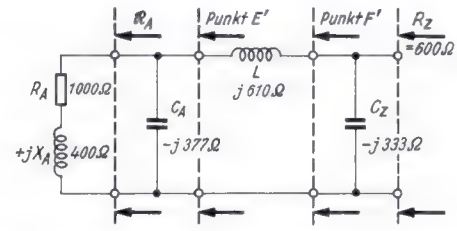
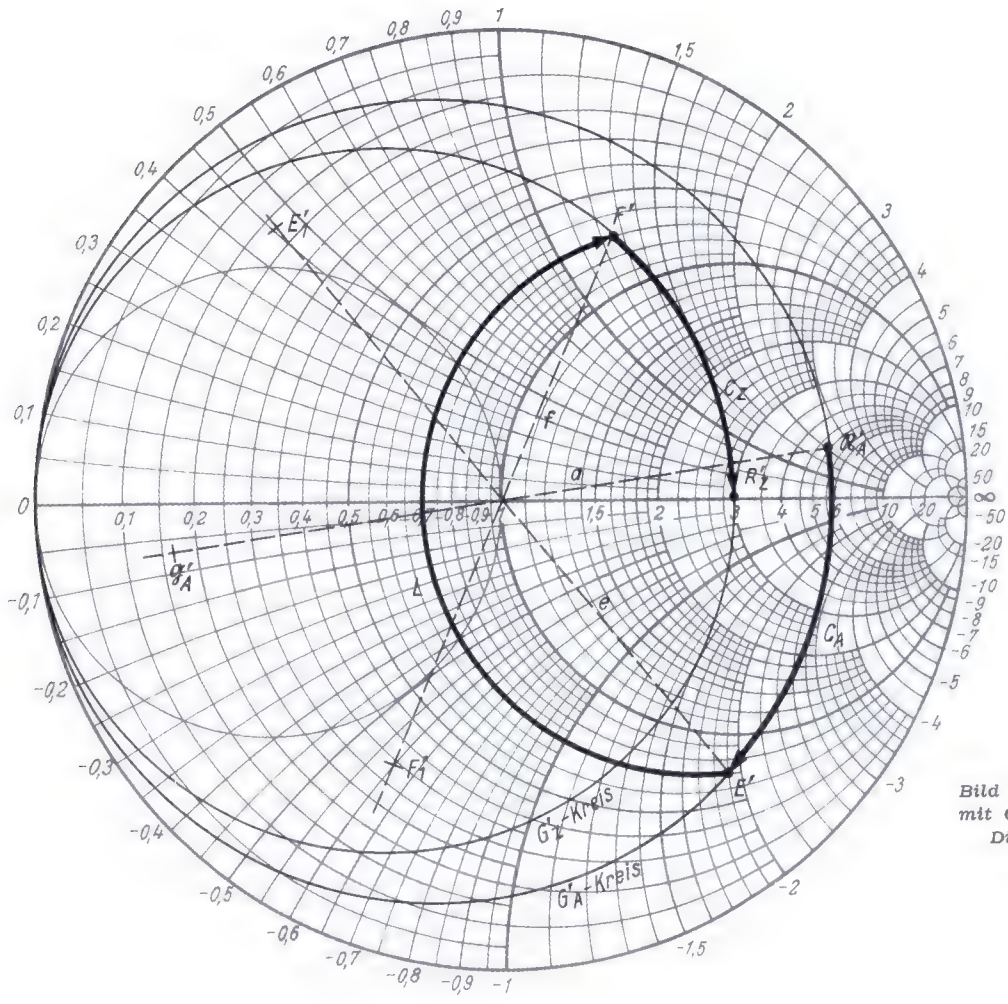

Bild 3. Beispiel für eine Transformation mit Collinsfilter
Bild 4. Eine Transformation mit Collinsfilter im Smith-Diagramm dargestellt
Ein Antennenwiderstand $\mathfrak{R}_A = (1000 + j\,400)\ \Omega$ soll auf den (reellen) Wellenwiderstand $R_Z = 600\,\Omega$ einer Speiseleitung angepaßt werden, siehe Bild 3.
in das Smith-Diagramm, Bild 4.
3. Da sowohl zu $\mathfrak{R}'_A$ als auch zu R'_Z ein Blindwiderstand parallel geschaltet wird, sind die zugehörigen Leitwertkreise in das Diagramm einzuzeichnen (bezeichnet mit G'_Z und G'_A in Bild 4). Ihre Mittelpunkte liegen auf der reellen Achse und sie gehen beide durch R = 0; X = 0.
4. Parallelschalten einer Kapazität C_A zum Antennenwiderstand (Bild 3), d. h. im Diagramm (Bild 4) von $\mathfrak{R}'_A$ aus auf
dem G'_A-Kreis rechtsdrehend nach unten, und zwar so weit, bis ein R-Kreis geschnitten wird, der einen kleineren Zahlenwert aufweist als dem geforderten R'_Z-Wert entspricht, hier < 3. In Bild 4 wurde der Schnittpunkt mit dem R = 0,7-Kreis gewählt, Punkt E'.
5. Eine Induktivität L in Reihe schalten (Bild 3) bedeutet im Diagramm (Bild 4) rechtsdrehende Bewegung (nach oben) auf dem R = 0,7-Kreis, bis der G'_Z-Kreis getroffen wird, Punkt F'.
6. Jetzt gelangt man zu dem geforderten R'_Z-Wert von 3 durch rechtsdrehendes Fortschreiten (nach unten) auf dem G'_Z-Kreis, das bedeutet wieder ein Parallelschalten einer Kapazität C_Z zu dem durch Punkt F' gekennzeichneten Widerstand (siehe auch Bild 3).
Die Werte der parallel zu schaltenden $|X_C|$-Werte müssen durch Inversion bestimmt werden. Dazu werden im Diagramm (Bild 4) die Inversionslinien durch F' (Linie f) und E' (Linie e) sowie $\mathfrak{R}'_A$ (Linie a) gezeichnet, die durch den Kreismittelpunkt (1) gehen.